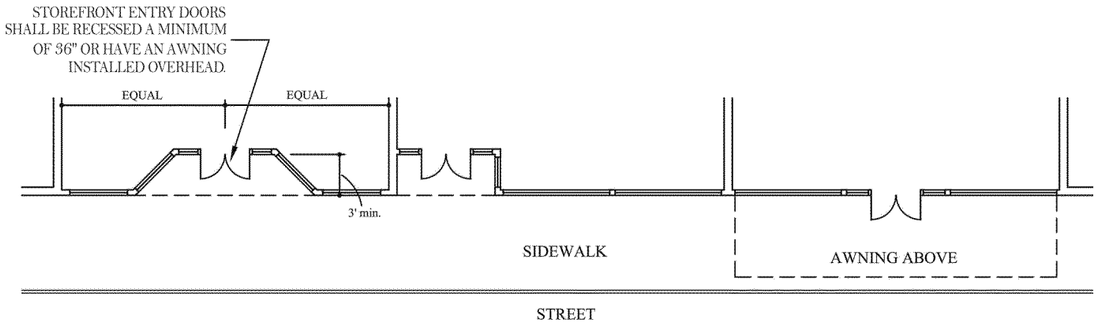

*Figure 2*
6. Storefront entry doors shall be recessed a minimum of 36" or have an awning installed overhead and located near the center of the storefront, except at corners. See Figure 2.